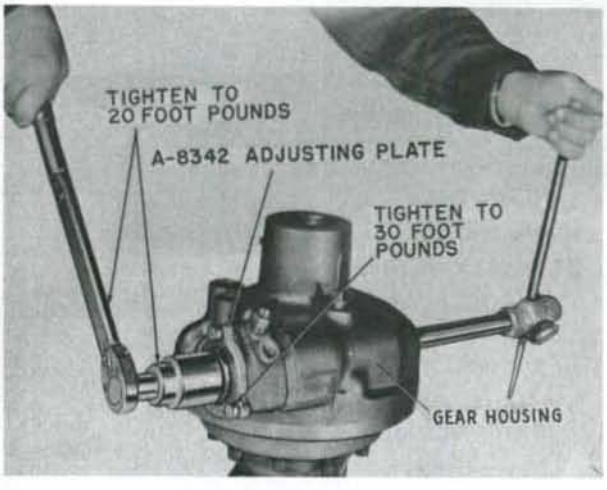

Fig. C528A — Tightening the power steering valve thrust bearing nut while using Case No. A-8342 adjusting plate to hold the valve in position.
23. To install the valve assembly, proceed as follows: Install the rear thrust bearing assembly on the wormshaft, then install the body with the port return and the pressure identification symbols toward front. Install the front thrust bearing assembly with the larger diameter washer toward the valve. Install the adjusting plate (Case Part No. A-8342) with the three original $\frac{5}{8}$ x3 $\frac{3}{4}$ inch cap screws and washers and tighten the screws to a torque of 30 Ft.-Lbs. Refer to Fig. C528A. Install the nut lock washer and thrust bearing nut and tighten the nut to a torque of 20 Ft.-Lbs. Remove the A-8342 adjusting plate, install the valve cap and tighten the cap screws to a torque of 30 Ft.-Lbs.